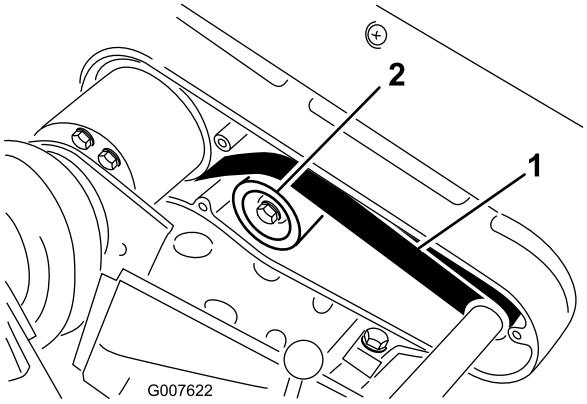

Figur 38
2. Kontrollera spänningen genom att trycka ned remmen mellan de två skivorna (Figur 38) med en kraft på 22–26 Nm.
A. Lossa fästmuttern på mellanremskivan och sväng mellanremskivan medsols mot remmens baksida tills önskad remspänning erhålls (Figur 38).